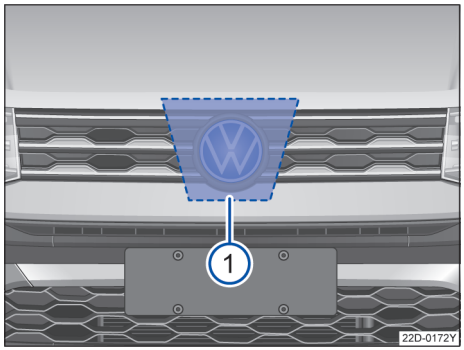

图 105 VW 标志后方的散热器格栅内：雷达传感器
VW 标志后方的散热器格栅内安装了一颗雷达传感器→图 105 ①，用于监测交通状况，可探测距本车约 100m 范围内的前方车辆行驶状况。